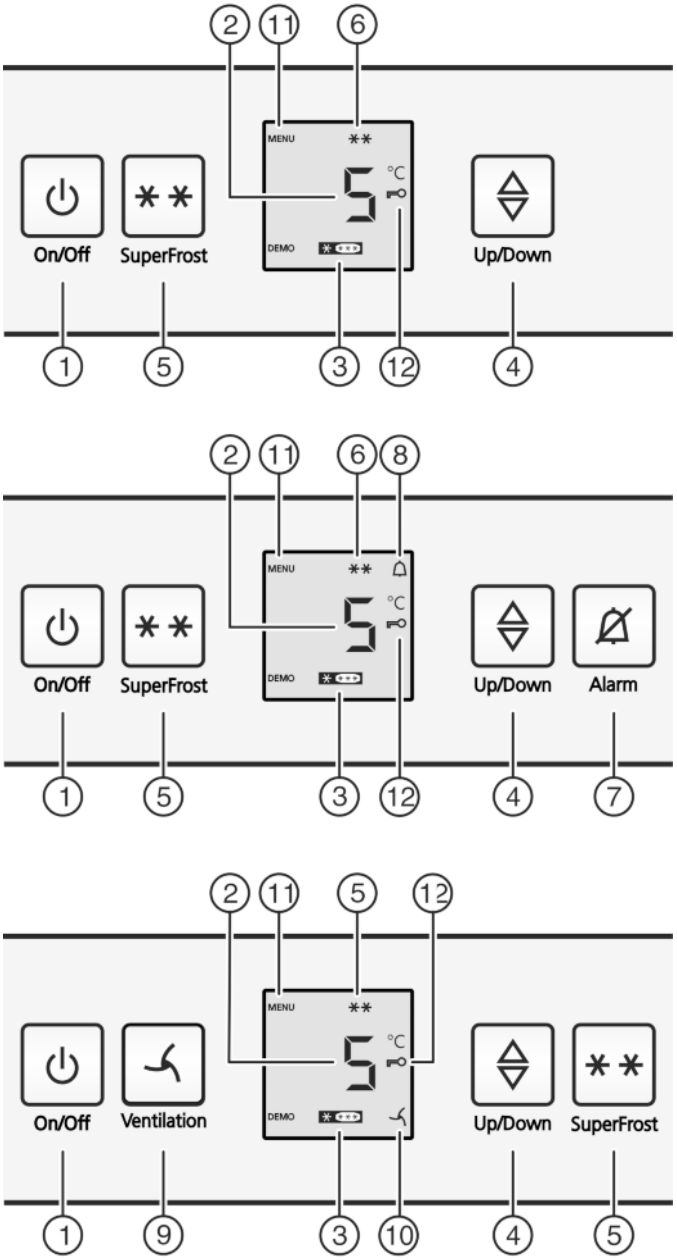

Fig. 2
▶ Pritisnite tipko On/Off *Fig. 2 (1)*.
▶ Aktiviranje nastavitvenega načina: za pribl. 5 sekund pritisnite tipko SuperFrost *Fig. 2 (5)*.
▷ Na prikazovalniku se prikaže Simbol Meni *Fig. 2 (11)*.
▶ Za potrditev kratko pritisnite tipko SuperFrost *Fig. 2 (5)*.
▷ Simbol Otroško varovalo *Fig. 2 (12)* na prikazovalniku sveti.
▶ Na kratko pritisnite tipko On/Off *Fig. 2 (1)*.
▷ Simbol Otroško varovalo *Fig. 2 (12)* ugasne.
▶ Pritisnite tipko Alarm *Fig. 2 (7)*.
Istočasno utripata prikazovalnik temperature in simbol Alarm *Fig. 2 (8)*.
Opozorilni signal avtomatsko ugasne, simbol Alarm *Fig. 2 (8)* se ugasne in prikazovalnik temperature preneha utripati, ko je temperatura spet dovolj nizka.